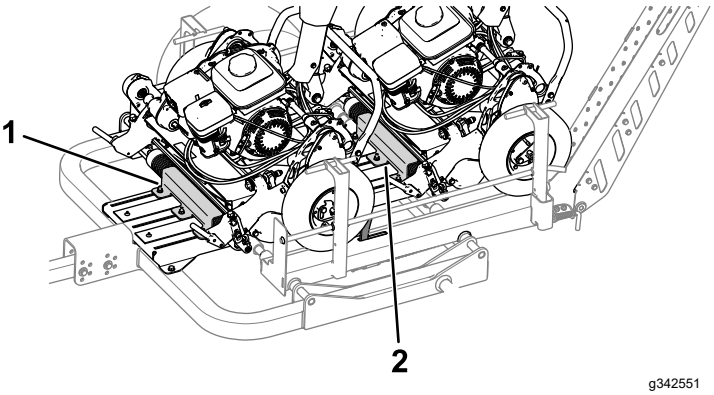

Rysunek 31
B. Przesuń wspornik rolki tylnej (Rysunek 31), tak aby dotknął on rolki przedniej tylnej kosiarki.
E. Przesuń wspornik rolki przedniej (Rysunek 31) do tyłu, dopóki nie zetknie się z rolką przednią.